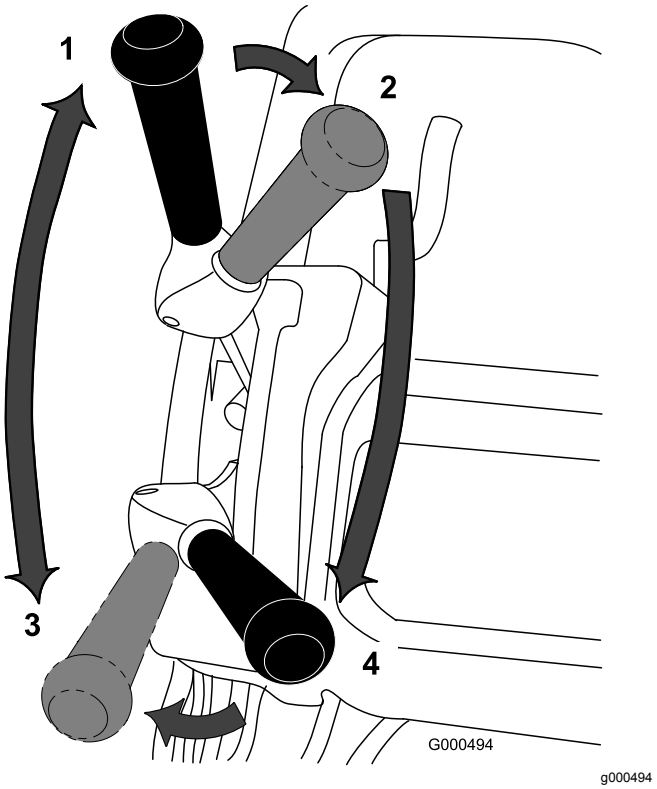

Rysunek 23
1. Uruchom silnik, ustaw przepustnicę na zredukowaną prędkość, pchnij uchwyt w dół w celu uniesienia zespołu tnącego, naciśnij element sterujący obecności operatora, przesuń dźwignię napędu jezdnego i napędu wirnika w położenie DO PRZODU (transportowe) i przejedź kosiarką na obszar wokół terenu zielonego (Rysunek 23).
2. Przestaw dźwignię w położenie NEUTRALNE (Rysunek 23).
3. Ustaw dźwignię napędu jezdnego w położeniu NEUTRALNYM, a dźwignię napędu wirnika - w pozycji ODŁĄCZONEJ (Rysunek 23).
4. Przesuń dźwignię napędu jezdnego w położenie DO PRZODU i dźwignię napędu wirnika - do pozycji ZAŁĄCZENIA (Rysunek 23), zwiększ prędkość przepustnicy do momentu, gdy kosiarka będzie jechała z pożądaną prędkością, wjedź kosiarką na obszar zieleni, opuść jednostkę tnącą na podłoże i rozpocznij koszenie.